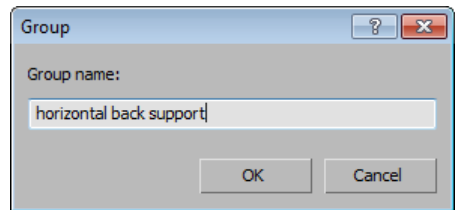

Figure 2-69 *The* ***Group*** *dialog box*
3. In the **Group name** text box, enter **horizontal back support**, as shown in Figure 2-69 and then choose the **OK** button; all horizontal back supports are grouped together.